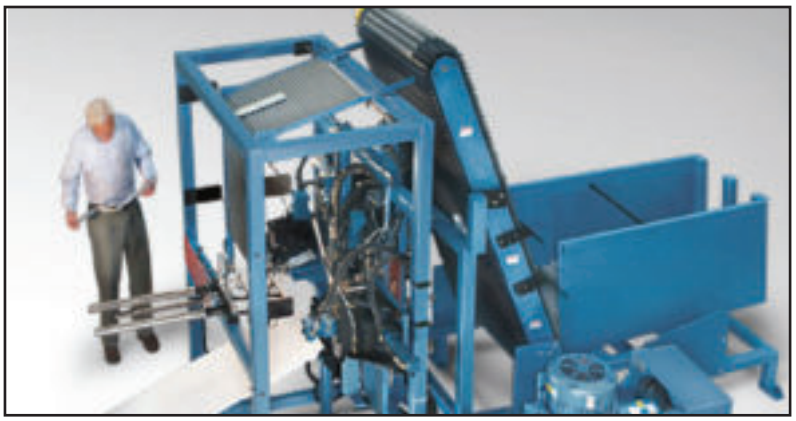

**Figure 2**
**Tube Bender.** Some CNC tube benders work with precut lengths of tubing, but some don't. Over the years all types of loaders, including a hopper loader (see **Figure 2**), have been used to feed a tube bending system.